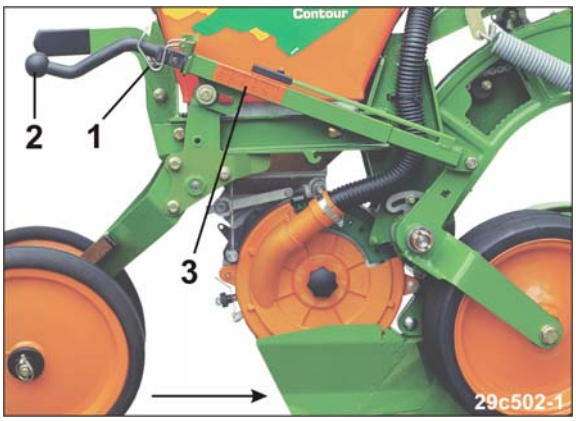

Fig. 138
2. Federbügel (Fig. 138/1) lösen. Der Federbügel sichert die Spindel (Fig. 138/2) gegen Verdrehung.
3. Mit der Spindel (Fig. 138/2) die gewünschte Ablagetiefe einstellen.
4. Die Spindel (Fig. 138/2) mit dem Bügel (Fig. 138/1) gegen Verdrehung sichern.
7. Die Belastungsstufe und die Spindelstellung des ersten Säaggregates an allen Säaggregaten einstellen. Die Spindelstellung an der Skala (Fig. 138/3) ablesen.